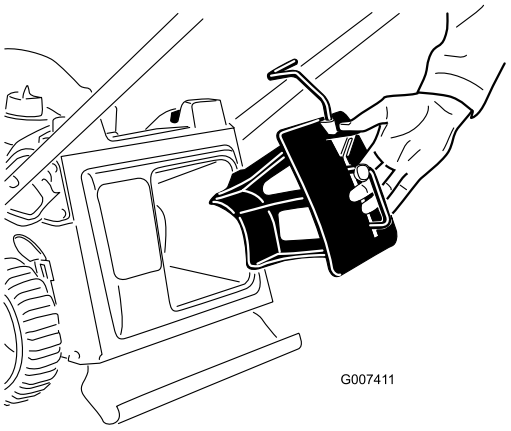

Bild 7
1. Setzen Sie den Mulchverschluss in den Rasenmäher ein, wenn er nicht schon eingebaut ist (Bild 7).